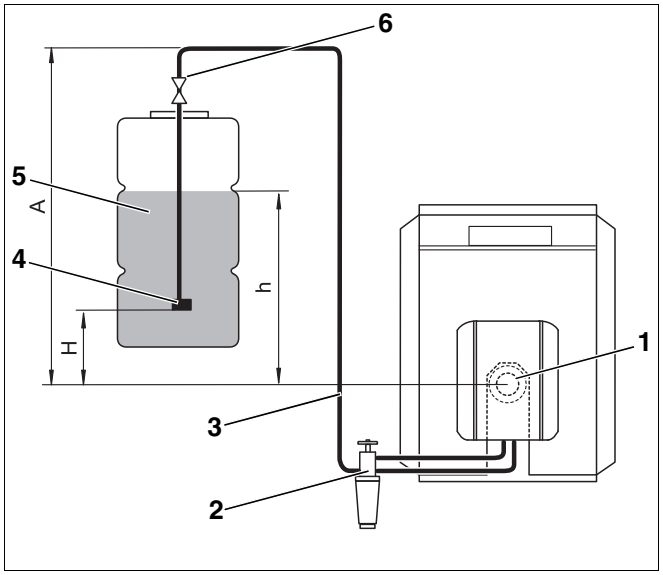
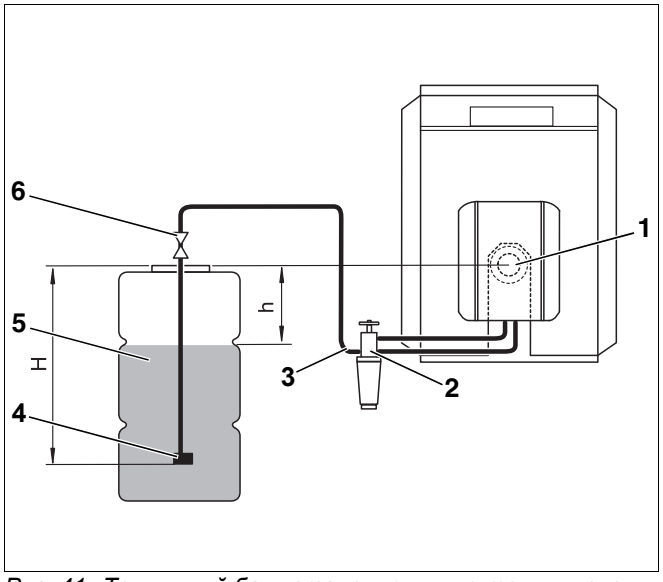

*Рис. 40 Топливный бак установлен выше топливного насоса*
*Рис. 41 Топливный бак установлен ниже топливного насоса*
Топливный бак установлен выше топливного насоса (Рис. 40):
***Экспликация к Рис. 40 и Рис. 41:***
Топливный бак установлен ниже топливного насоса (Рис. 41):